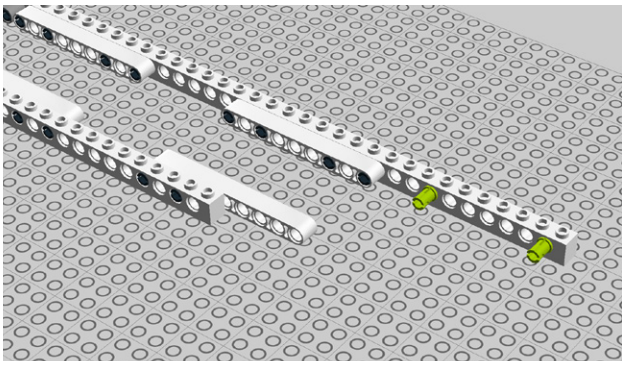

Figure 8-71. *Step 66: Inserting more pegs*
66. Add two more connector pegs. Are you getting tired of pegs yet (Figure 8-71)?